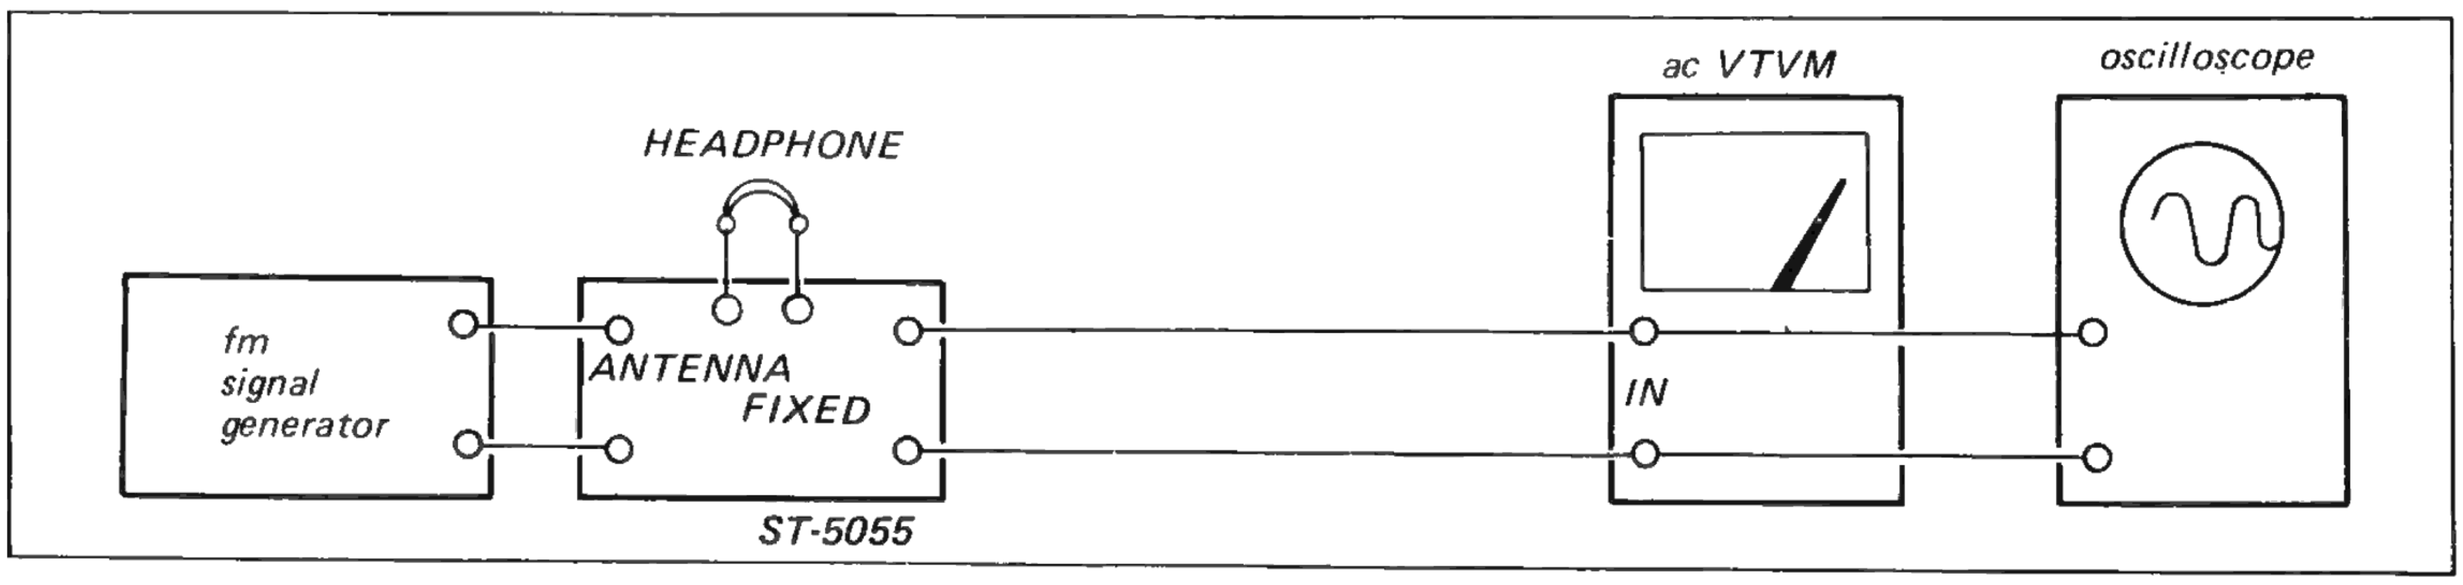

Fig. 3-2. Fm i-f, muting, front-end alignment and meter calibration test setup
1. With the equipment connected as shown in Fig. 3-2, set the signal-generator controls as follows:
1. Connect the equipment as shown in Fig. 3-2.
1. With the equipment connected as shown in Fig. 3-2, set the signal generator and tuner controls as follows:
1. With the equipment connected as shown in Fig. 3-2, set the signal generator output as follows: